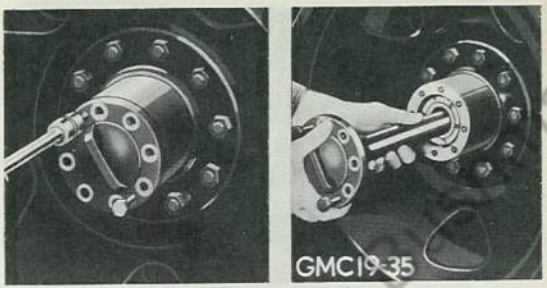

Fig. 4 Loosening and Removing Axle Shafts
2. Install $\frac{7}{16}$" cap screws in the two threaded holes in shaft flange. Turn screws alternately, pulling shaft out of differential side gear. Then draw shaft out of housing completely. (See Fig. 4.)